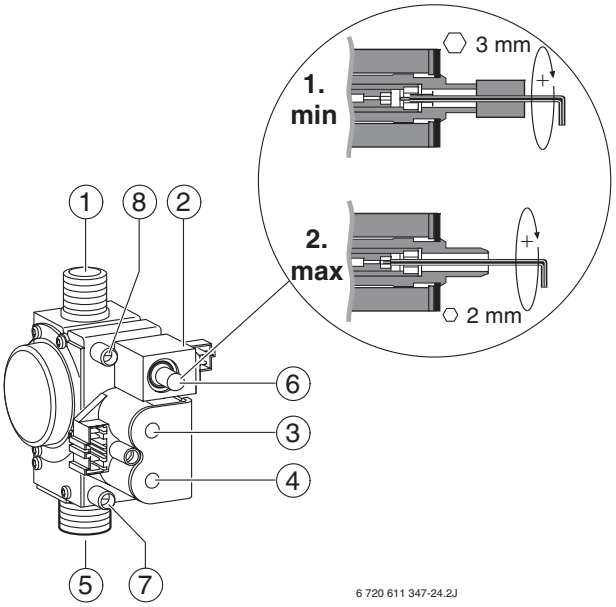

Fig. 25 Valvola gas
- Collegare il manometro gas alla presa di pressione (fig. 25, pos. 8)